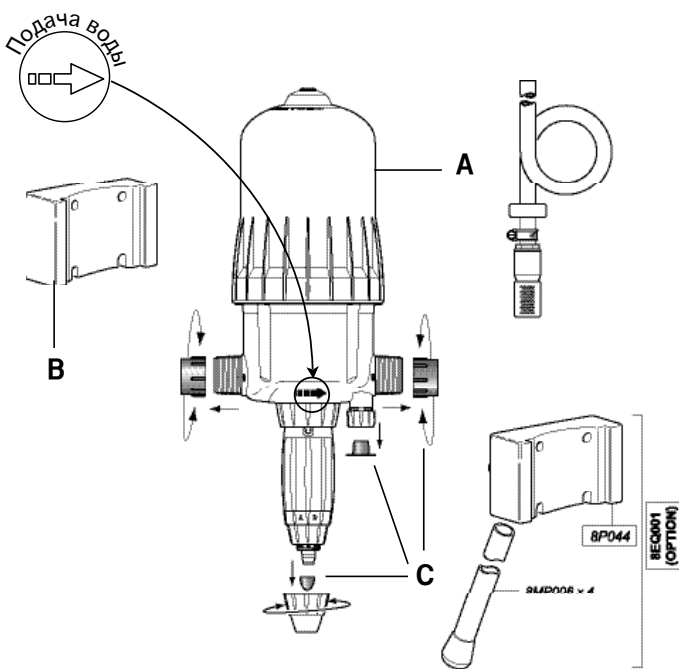

Рис. 1
- Вставьте скобы на корпусе Dosatron **(Рис. 1-A)** в соответствующие пазы стенного крепления **(Рис. 1-B)**.
- Перед подсоединением дозатора DOSATRON к водопроводной сети необходимо удалить защитные заглушки **(Рис. 1-C)**, закрывающие его отверстия.